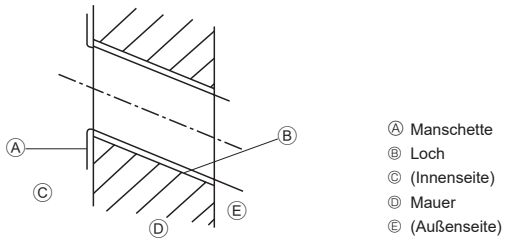

Abb. 3-3
3.2.2. Die Löcher für die Rohrleitung bohren (Abb. 3-3)